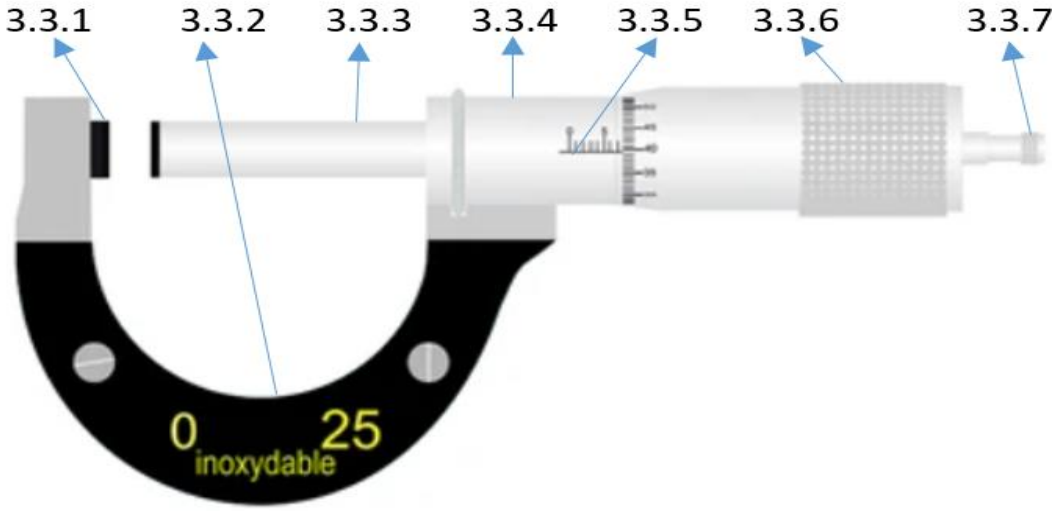

FIGURE 2 (7)
3.3 Name the labelled parts of a micro meter in FIGURE 2 by writing only the answer next to the question number (3.3.1–3.3.7) in the ANSWER BOOK.